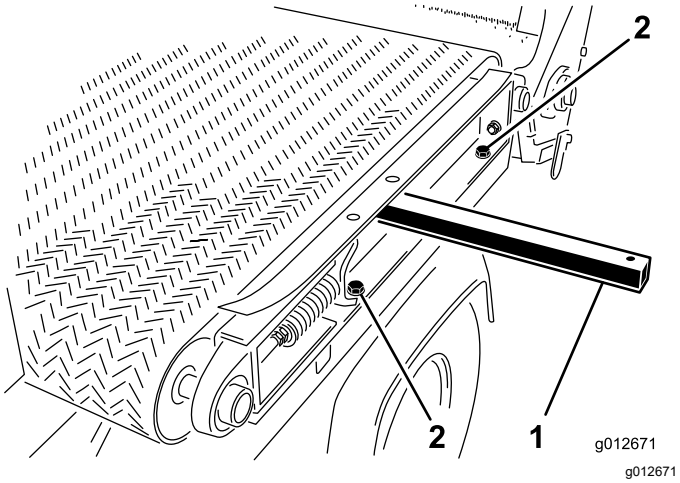

**Figuur 34**
5. Maak aan de linkerkant van de machine 2 inbusbouten en 2 ringen los waarmee de glijframerail is bevestigd aan het linker spatscherm (Figuur 34).
1. Plaats een hefstang door de opening aan de linker glijframerail en breng de hefstang omhoog om de framerail lichtjes te kantelen; zie Figuur 34 in De glijband demonteren (bladz. 24).